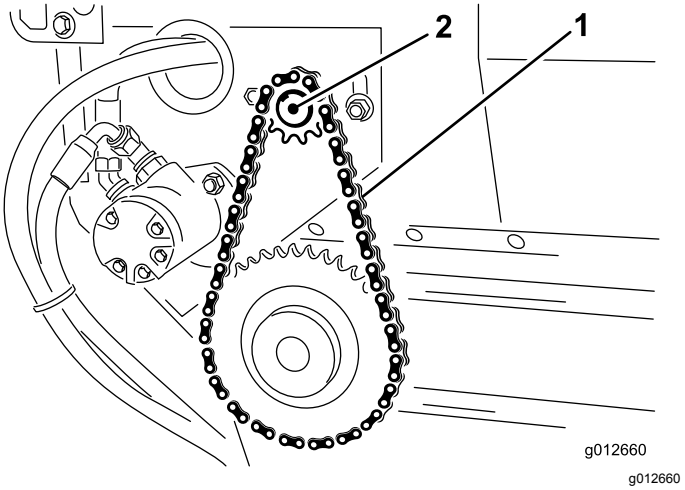

Rysunek 19
3. Poluzuj śruby i nakrętki mocujące zespół silnika i koła łańcuchowego do ramy głównej (Rysunek 19).
4. Obróć zespół silnika i koła łańcuchowego (Rysunek 19), korzystając ze szczelin montażowych, aż ugięcie taśmy przenośnika wyniesie 3,2 mm.
5. Dokręć śruby mocujące (Rysunek 19).